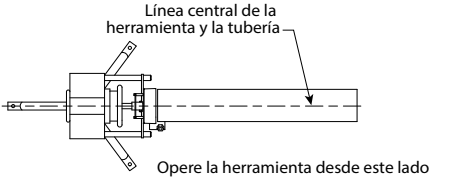

FIGURA 2 - ÁNGULO DE SEGUIMIENTO
c. Posicione la línea central del soporte para tuberías en la línea central de la herramienta. Consulte la Figura 2 arriba.